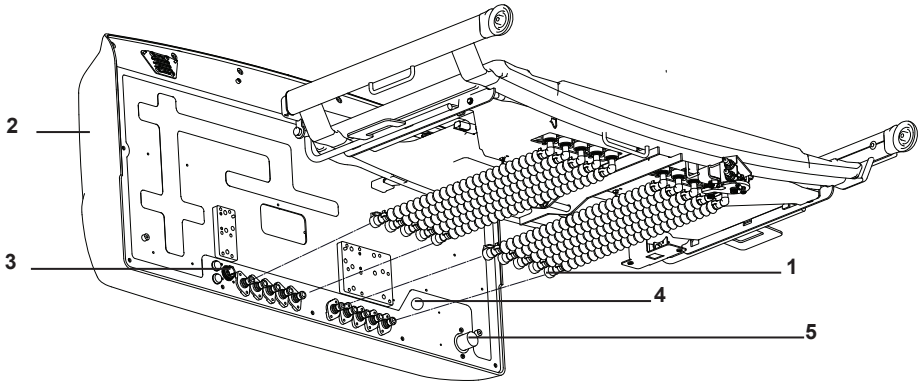

Figure 4 : Raccorder les tuyaux d'air à l'unité de commande du matelas
14. Raccorder les tuyaux d'air (figure 4, élément 1) à l'unité de commande du matelas à air (2) ; vérifier que les joints toriques sont bien positionnés sur les ports de connexion. Les tuyaux d'air s'attachent en ligne droite au-dessus de la barre transversale de l'extension du pied de lit, depuis l'ensemble de valves de décharge jusqu'à l'unité de commande du matelas à air, de gauche à droite ou de droite à gauche. On doit entendre distinctement un déclic lorsque les connecteurs sont totalement attachés.
15. Raccorder le câble d'alimentation (figure 4, élément 3), le câble CPR (4) et le câble de communication (5).